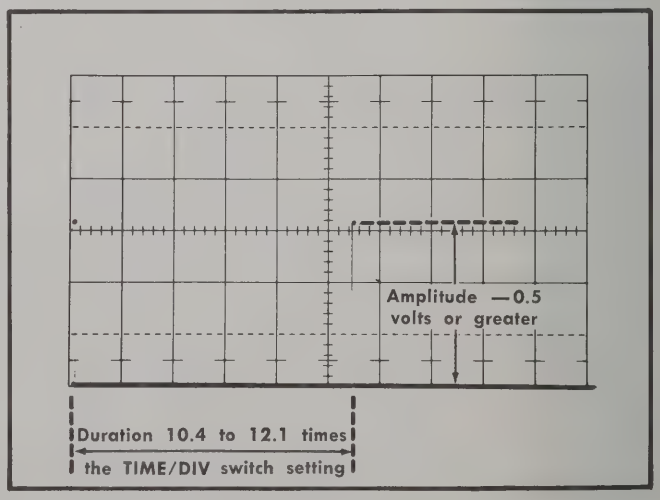

Fig. 6-58. Typical test oscilloscope display of GATE OUT signal. Vertical deflection, 0.2 volts/division; sweep rate, two milliseconds/division.
d. CHECK—Test oscilloscope display for 2.5 division or greater amplitude with the top of the waveform at the zero volt level. Gate duration should be 5.2 to 6.05 divisions (—0.5 volt or greater amplitude with duration of 10.4 to 12.1 times the TIME/DIV setting; see Fig. 6-58).